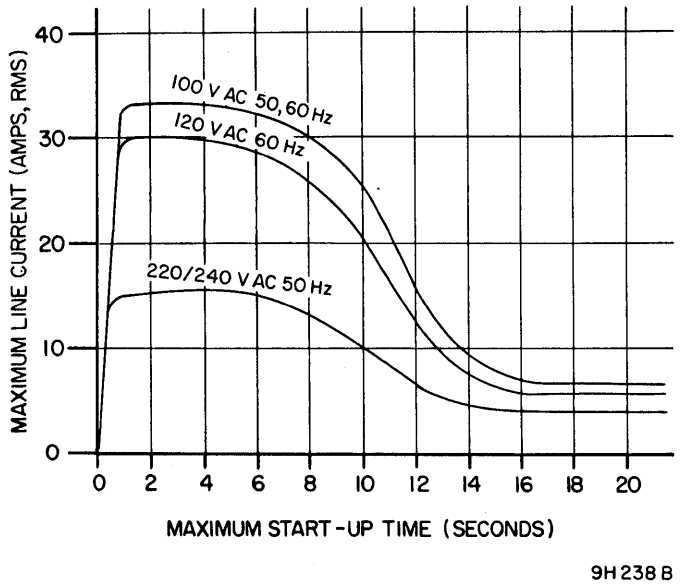

Figure 1-7. Start-up Current
- Maximum Start-Up Time (Seconds) - Figure 1-7